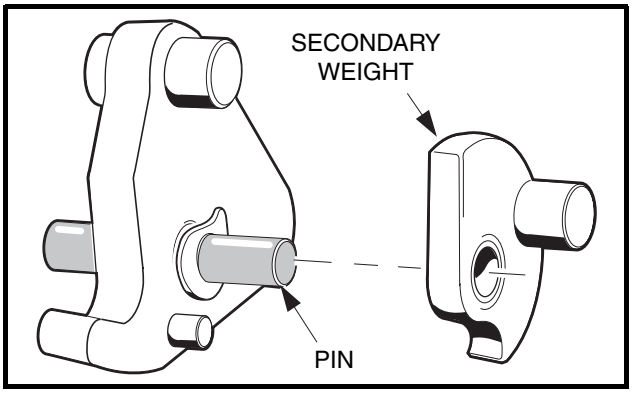

Figure 17-11 Install Secondary Weight
9. Install the secondary weights onto the mounting pins with the weight pins on the secondary weights pointing away from the primary weights. The wave washers should be between the primary and secondary weights **(Figure 17-11, Page 17-8)**.